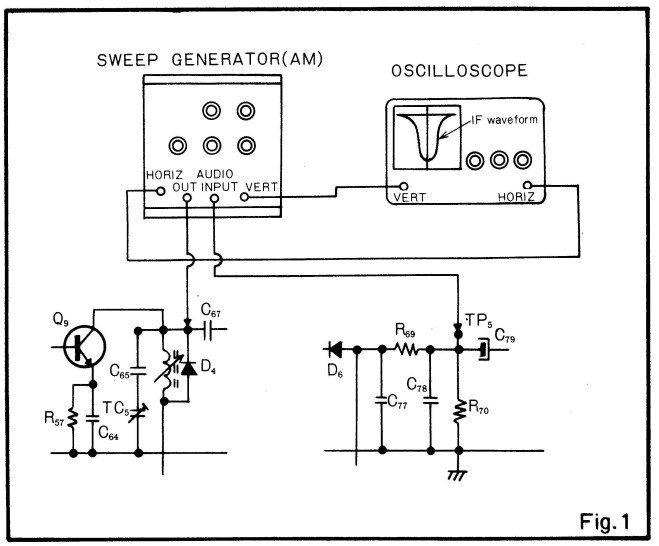

Fig. 1
2. When the sweep generator frequency is set to 262.5KHz and its output level is increased, a waveform as shown in Fig. 1 is obtained.